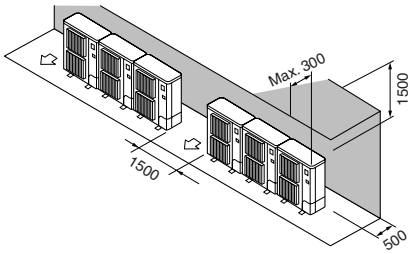

Fig. 3-12
② Hindernisse nur auf der Rück- und Oberseite (Fig. 3-12)